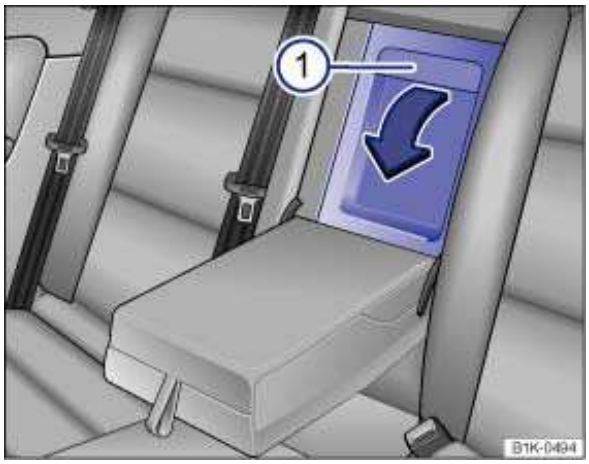

Fig. 102 In the rear seat backrest: Opening the luggage compartment pass-through.
- Pull the release lever ⇒ fig. 102 (1) and fold the pass-through cover all the way forward.